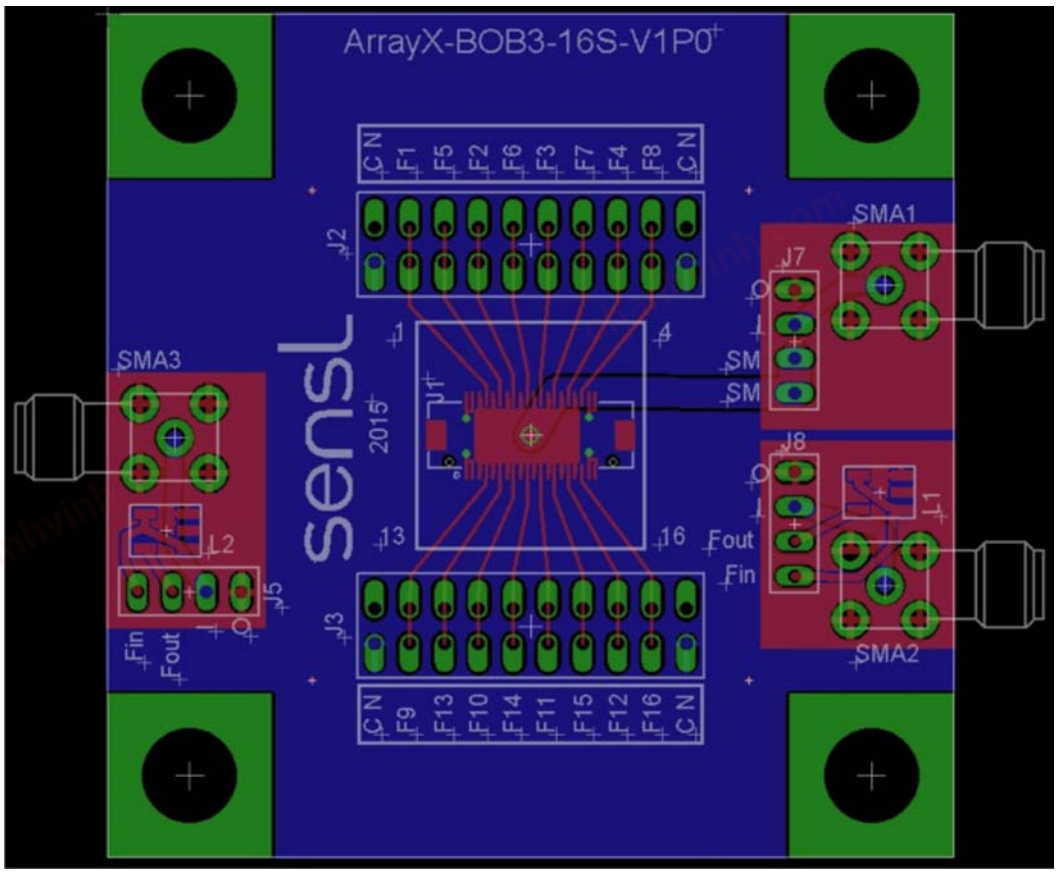

Figure 8. Layout of the ARRAYX-BOB3-16S. The board dimensions are 62 mm x 62 mm
The ARRAYX-BOB3-16S is an evaluation board allowing easy access to the sum of all of standard pixel signals of a ON Semiconductor ARRAYC-30035-16P, 3 mm 4 x 4 SiPM array, in addition to all of the individual fast output signals. The Summed Breakout Board has a centrally located Hirose 40-way connector DF17(2.0)-40DS-0.5V(57). This connector mates with the Hirose DF17(2.0)- 40DP-0.5V(57) board-to-board connector on the ARRAYC-30035-16P. See Figure 7 in the previous section for information on orientating the array on the BOB. A schematic of the board is shown in Figure 8 below.